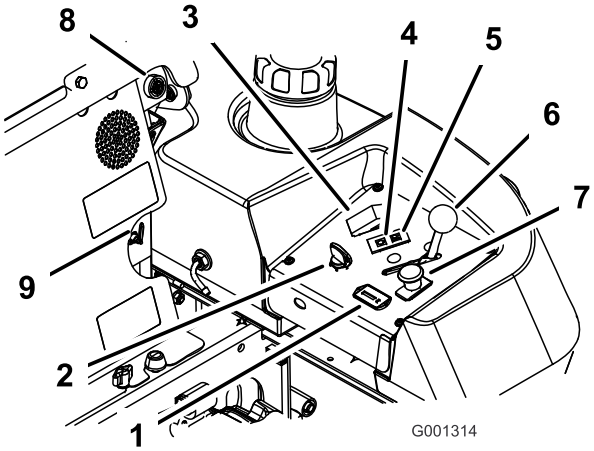

Figur 11
4. Flyt kraftudtagets kontakt til afbrudt position (Figur 11).